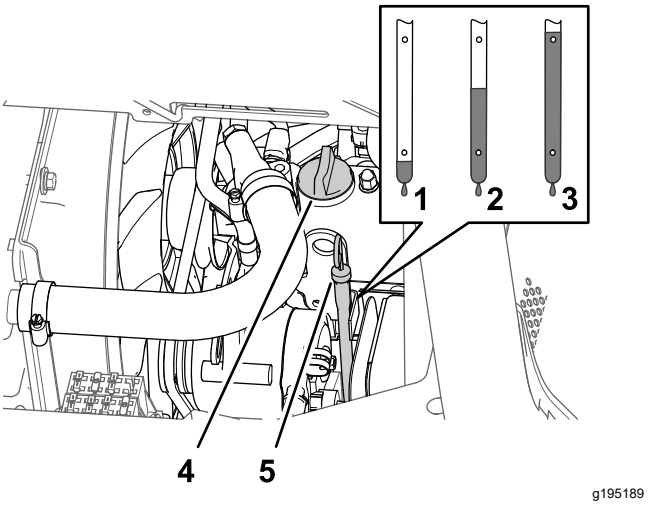

Figura 80
5. Retire el tapón de llenado de aceite del cuello de llenado de la tapa de válvulas del motor (Figura 80), y vierta lentamente el 80% aproximadamente de la cantidad especificada de aceite por el cuello de llenado.
6. Retire la varilla y compruebe el nivel de aceite del motor (Figura 80).
7. Añada lentamente más aceite del tipo especificado para que el nivel llegue a la marca Lleno de la varilla (Figura 80).
8. Instale el tapón de llenado de aceite en el cuello de llenado y la varilla en el tubo de la varilla (Figura 80).